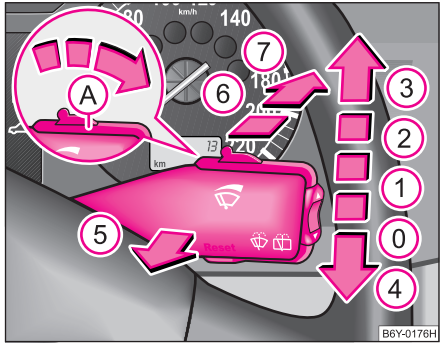

Fig. 42 Maneta de acţionare a ştergătoarelor de parbriz
Maneta de acţionare a ştergătoarelor ⇒ fig. 42 are următoarele poziţii:
– Apăsaţi maneta înspre bord, în poziţia (6) ⇒ pagina 62, fig. 42, ştergătorul va acţiona la fiecare 6 secunde.
Pentru spălarea farurilor, după fiecare a cincea spălare a parbrizului se vor spăla şi farurile; pentru aceasta farurile trebuie să fie aprinse şi maneta de acționare a ştergătoarelor de parbriz trebuie să fie menținută cca. 1 secundă în poziția (5) ⇒ pagina 62, fig. 42.